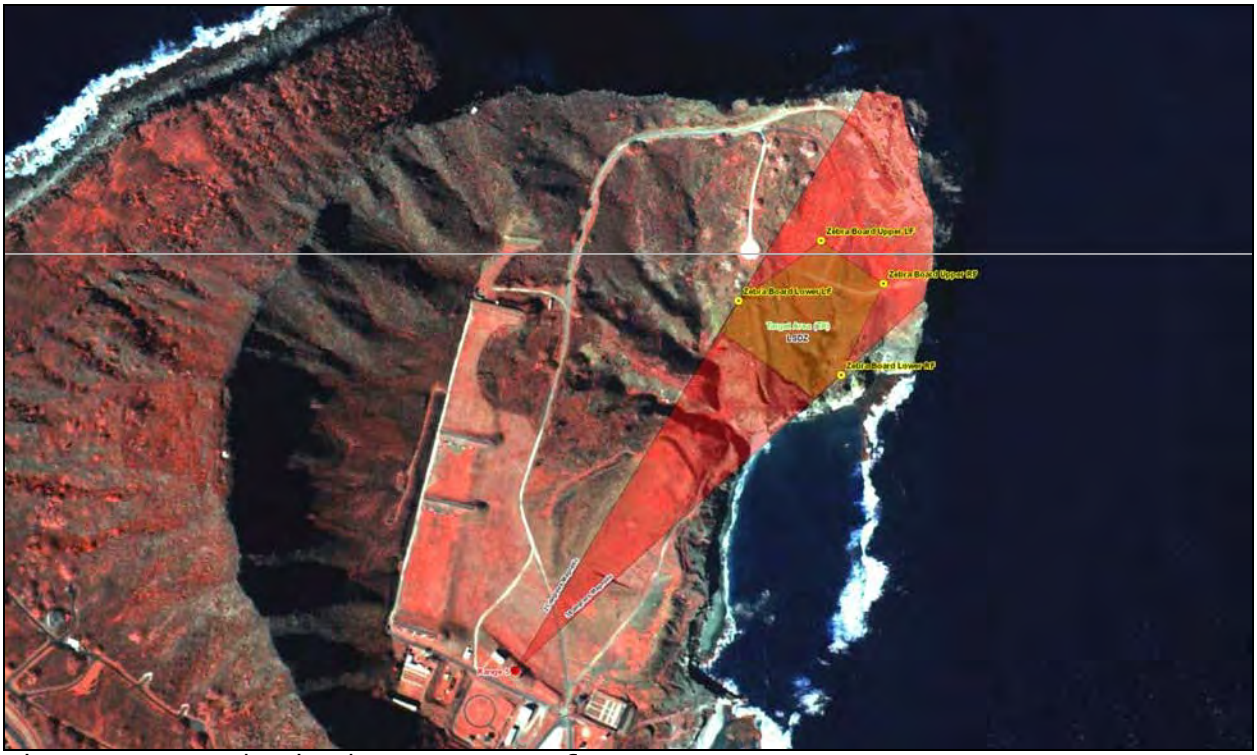
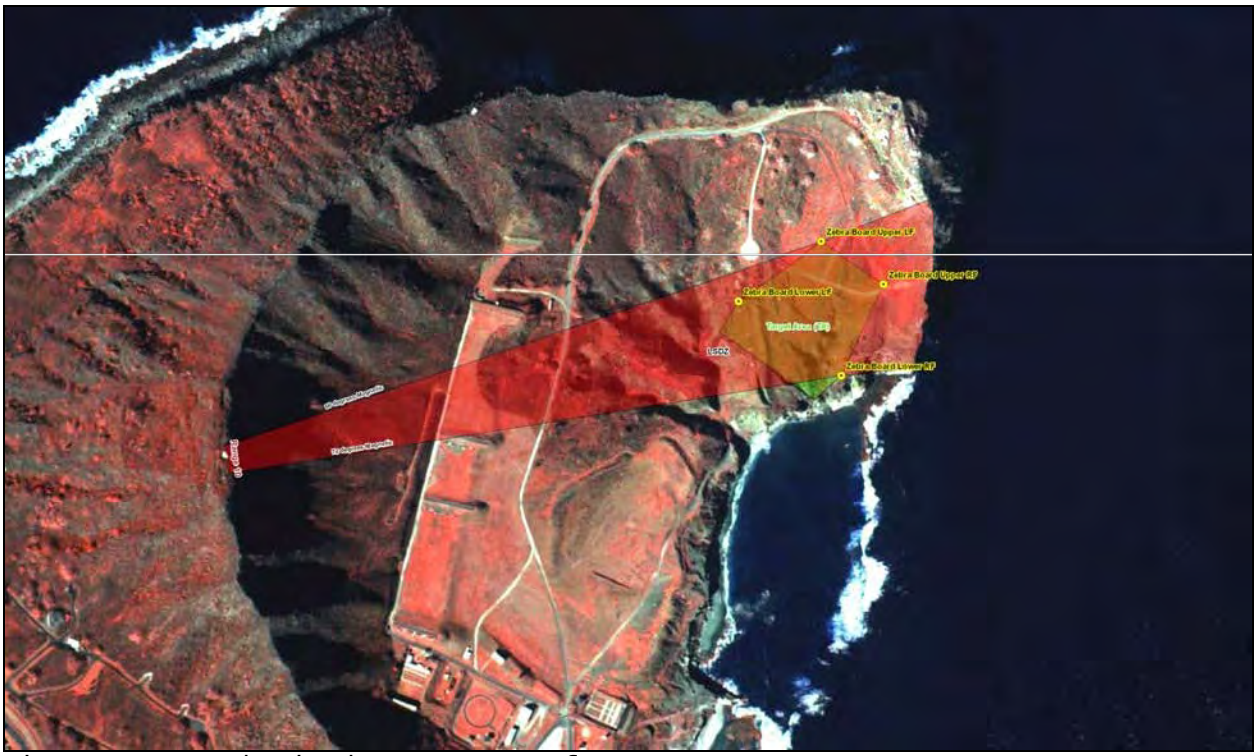

Figure 8-1 Authorized Target Area for Range 5
Figure 8-2 Authorized Target Area for Range 10
b. The only authorized target area for use on Range 5 is depicted in Figure 8-1. The only authorized target area for use on Range 10 is depicted in Figure 8-2. Tables 8-1 and 8-2 detail Laser Limitations for Range 5 and Range 10 respectfully.